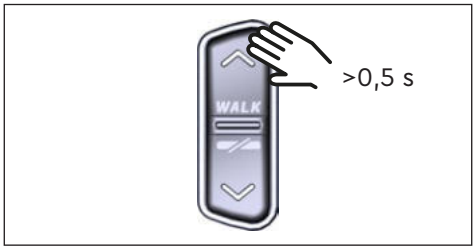

Abb. 9: Schiebehilfe aktivieren
▶ Drücken Sie bei Stillstand des E-Bikes länger als 0,5 s auf die Bedientaste OBEN an der Remote (siehe Abb. 9), um die Schiebehilfe zu aktivieren.